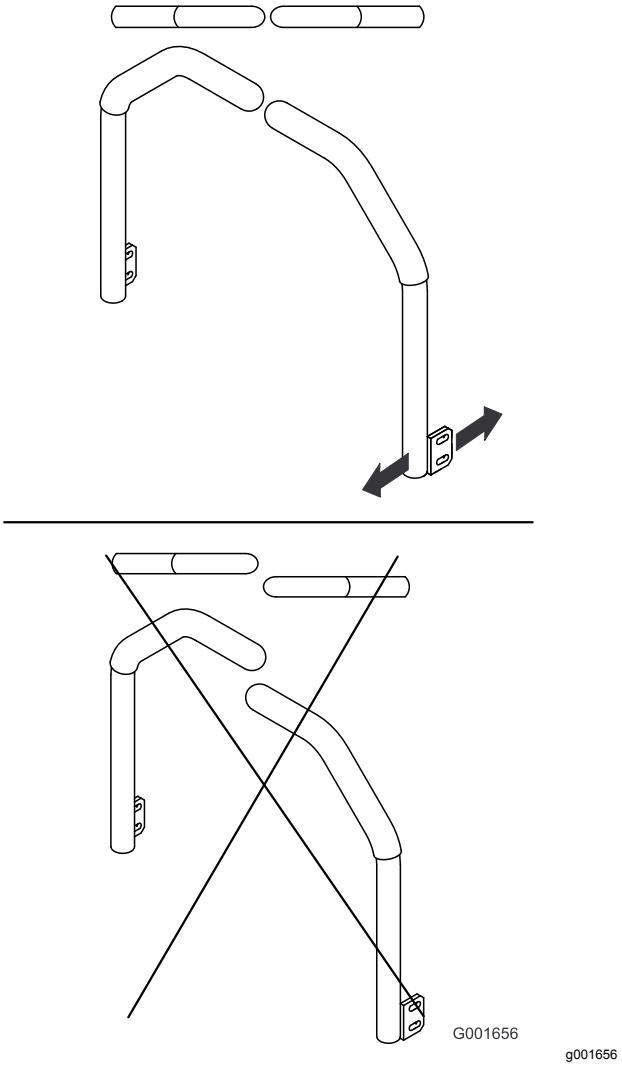

**Rysunek 56**
5. Wyreguluj dźwignie sterowania tak, aby były one wyrównane (), a następnie dokręć śruby, mocując dźwignie do trzpieni (Rysunek 56).